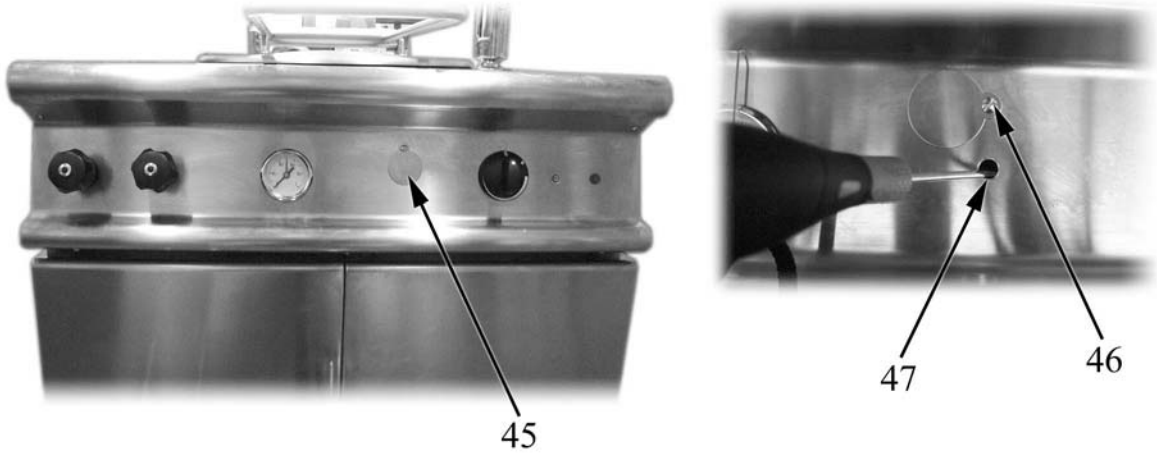

Fig. 5
- Unscrew the screw on the control panel pos. 46 in Fig. 5;